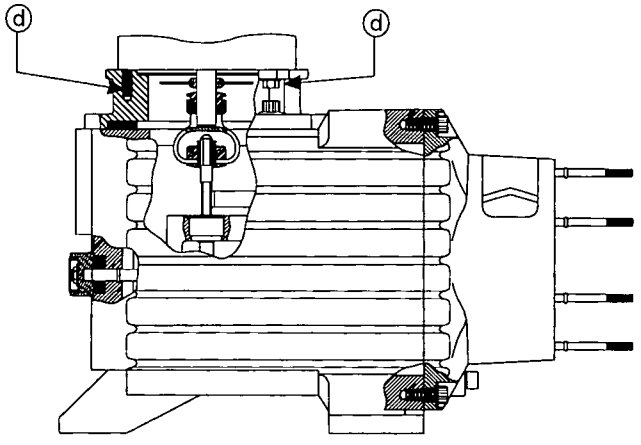

Figure 1
a. Remove four bolts retaining the motor to the motor adapter (3/8-16 bolts for 56C motor, 5/16-18 bolts for 71 frame). (See Fig. 1, Part d.)